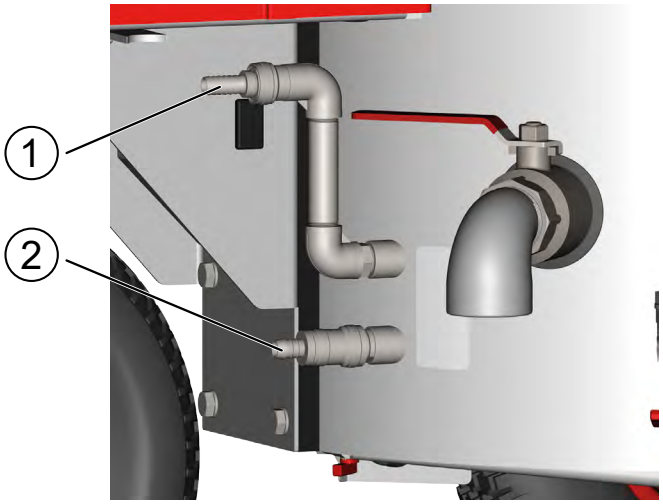

Imagen 22: Entrada y salida de agua
3. Conecte la manguera para la salida de agua ① (véase en Imagen 22: Entrada y salida de agua en la página 37).
4. Conecte la manguera para la entrada de agua ② (véase en Imagen 22: Entrada y salida de agua en la página 37).